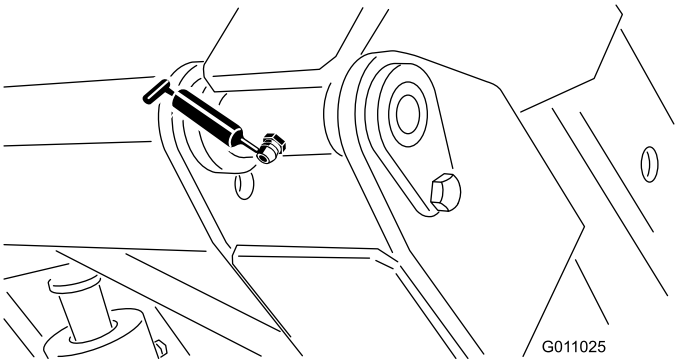

Figur 29
- Trågets (övre) vridfäste (2) (Figur 29).